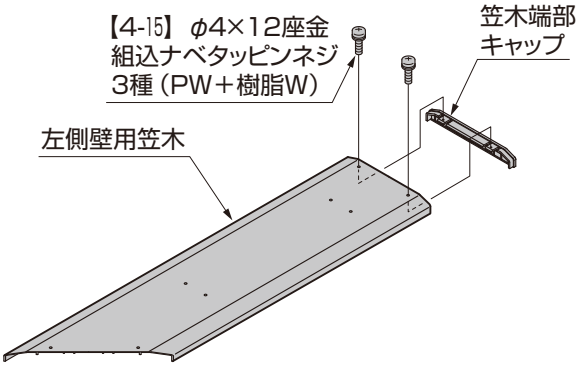

図8-1
①シャッター施工時に取外した笠木を、壁ユニットの上部に乗せてください。
②左右の側壁用笠木に笠木端部キャップを【4-15】で取付けてください。（図8-1参照）